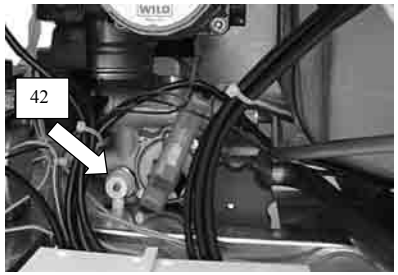

Fig. 8.5
2. Open the central heating drain cock (42 in Fig. 8.5).
2. Откройте сливной кран системы отопления (42 на рис.8.5).